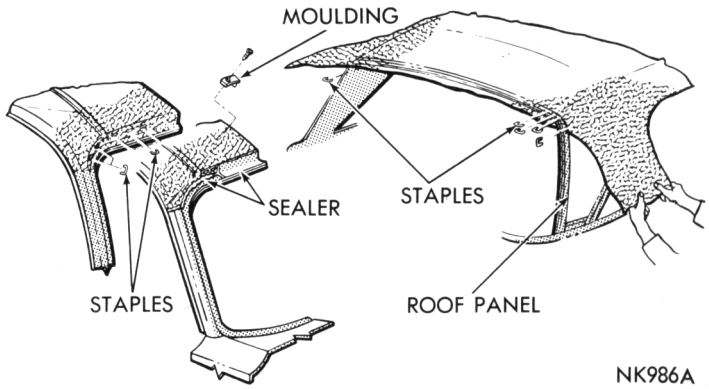

Fig. 4—Stapling Cover at Window Reveals
shield reveal using staples spaced 1-1/2 inches apart (maximum) or tacks spaced 1/2 inch apart (Fig. 4).
(11) Position cover to roof panel extension making certain all wrinkles are removed.
(12) Starting at top center, secure cover to rear window reveal using staples spaced 1-1/2 inch apart (maximum) or tacks spaced 1/2 inch apart (Fig. 4).